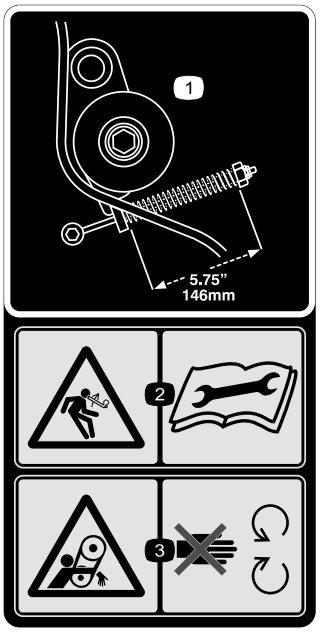

Figur 28
1. Riktig remspenning oppnås ved å komprimere blindfjæren til en lengde på 146 mm (Figur 28).